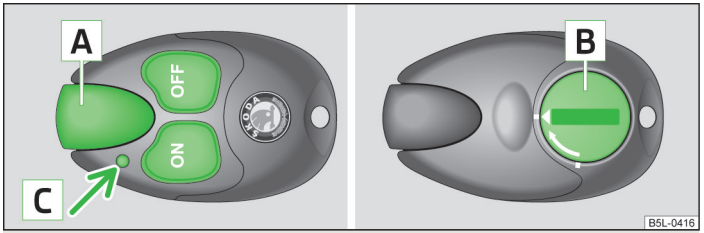

Fig. 94 **Auxiliary heating: Radio remote control**
› For switching on, press the button (ON) » Fig. 94.
If the battery is properly charged, the effective range is up to 600 m. To switch on/off the auxiliary heating, hold the radio remote control vertically with the antenna A » Fig. 94 facing upwards. The antenna must not be covered with the fingers or the palm of the hand during this process. Obstacles between the radio remote control and the vehicle, bad weather conditions and a weaker battery can clearly reduce the range.
The indicator light in the radio remote control C » Fig. 94 indicates after a keystroke if the remote control signal was received by the auxiliary heating and if the battery is adequately charged.
If the indicator light on the radio remote control indicates a weak or discharged battery, C » Fig. 94 on page 96, it must be replaced. The battery is located under a cover B » Fig. 94 on page 96 on the back of the radio remote control.